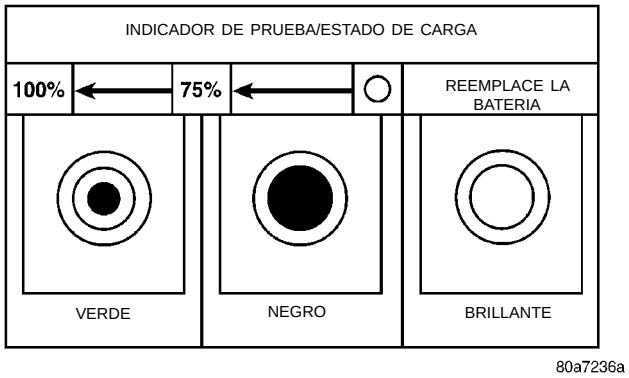
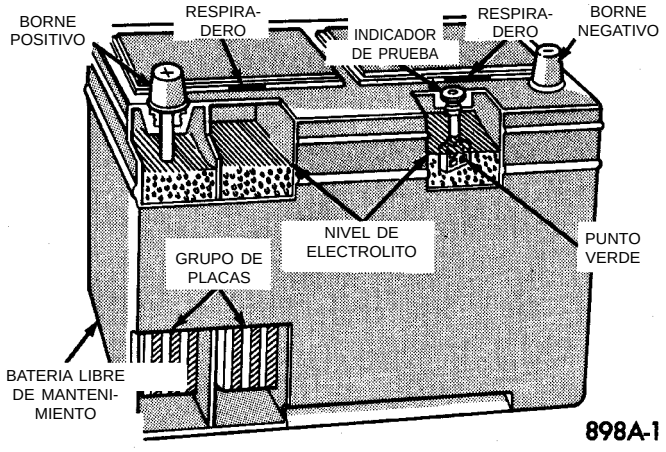
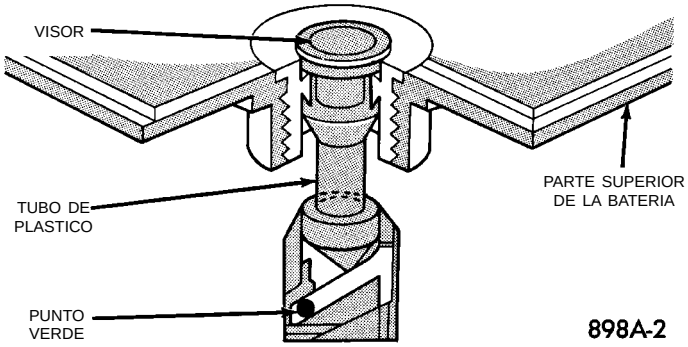

Fig. 2 Lectura del indicador de prueba
Fig. 3 Estructura de la batería e indicador de prueba
Fig. 4 Indicador de prueba
Una batería totalmente descargada requiere un tiempo de carga mayor que una batería parcialmente descargada. En una batería completamente descargada el electrolito es casi agua pura. Al principio, el amperaje de la corriente de carga será bajo. A medida que el agua se convierte en ácido sulfúrico dentro de la batería, aumenta el amperaje de la corriente. También aumentará el peso específico del electrolito, con lo cual se hará visible el punto verde (Fig. 2) indicativo de aproximadamente el 75 por ciento de la carga completa.
El indicador de prueba (Fig. 2), (Fig. 3) y (Fig. 4) mide el peso específico del electrolito. El peso específico (SG) del electrolito muestra el estado de carga (voltaje). El indicador de prueba NO muestra la capacidad de arranque de la batería. Consulte Prueba de carga de la batería, si desea obtener más información. Mire el visor (Fig. 2), (Fig. 4) y observe el color del indicador. Consulte la siguiente descripción de los colores:
Un punto de color amarillo o brillante indica que el nivel del electrolito de la batería está por debajo del borde del indicador de prueba (Fig. 2). No se puede agregar agua a una batería sin mantenimiento. Se debe reemplazar la batería. Un nivel bajo del electrolito puede ser causado por un estado de sobrecarga. Consulte Procedimientos de prueba de generador en el vehículo.